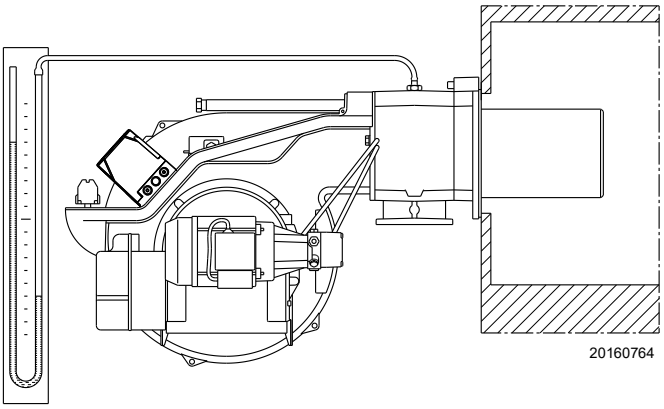

Afb. 32
- ➤ Monteer een U-vormige manometer (Afb. 32) op het gasdrukafnamepunt van de mof.
De U-vormige manometer geeft aan wanneer het gas de mof bereikt (Afb. 32).